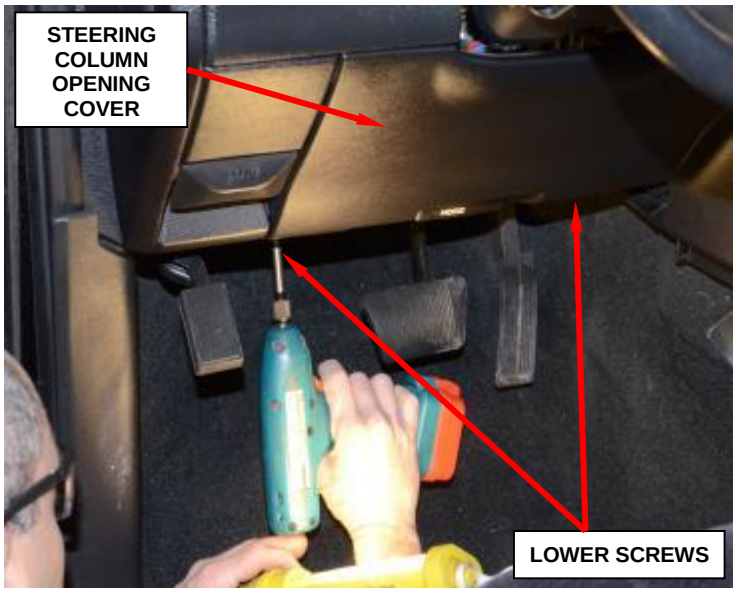

Figure 17 – Steering Column Opening Cover
a. Remove the two lower screws from the steering column opening cover then release the two retainer clips that secure the top of the steering column opening cover to the instrument panel and remove the cover (Figure 17).